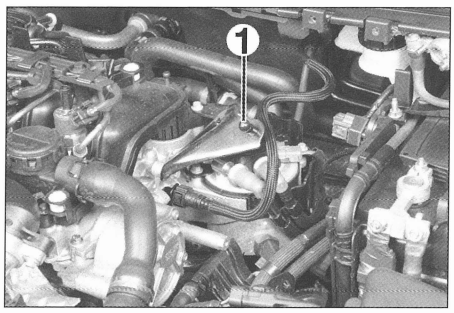

FIG. 41
- el soporte de la tapa motor (1) **(fig. 41)**.